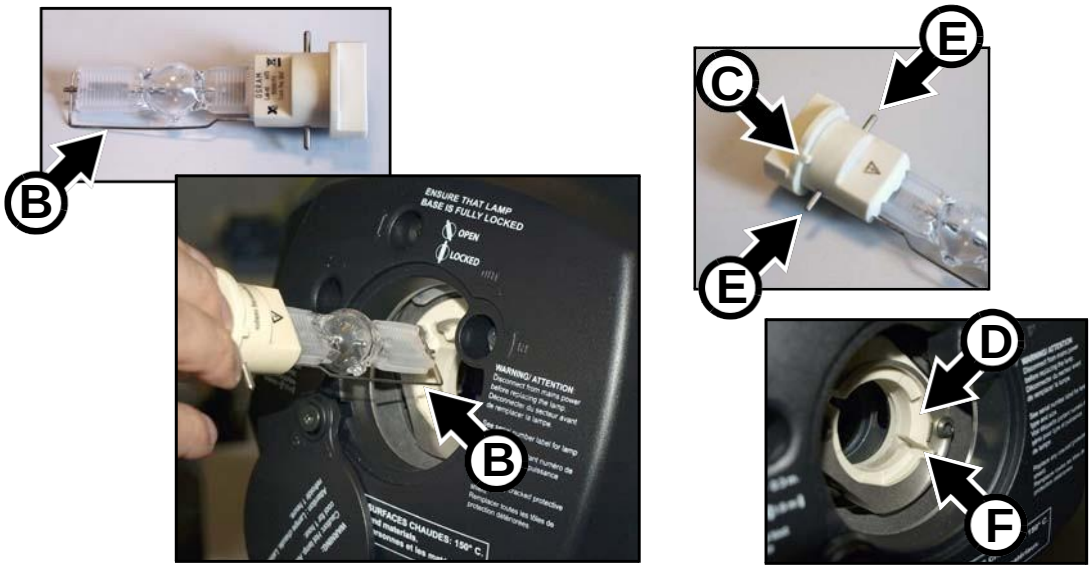

Рисунок 10: Снятие/переустановка лампы
5. См. Рисунок 10. Взять лампу так, чтобы внешний провод **B** был направлен вниз, к низу головной части устройства. Выровнять шпонку **C** в основании лампы со шпоночным пазом **D** в патроне лампы и выровнять контакты **E** в цоколе с разъемами **F** в патроне. Вставить лампу в устройство, пока контакты полностью не войдут в разъемы, затем повернуть цоколь по часовой стрелке на 45 °, пока лампа не встанет в положение с характерным щелчком. Лампа должна встать прочно. Если лампа установлена не надлежащим образом, это может привести к повреждениям, на которые не распространяется гарантия, поэтому необходимо обязательно удостовериться, что лампа встала в нужное положение.